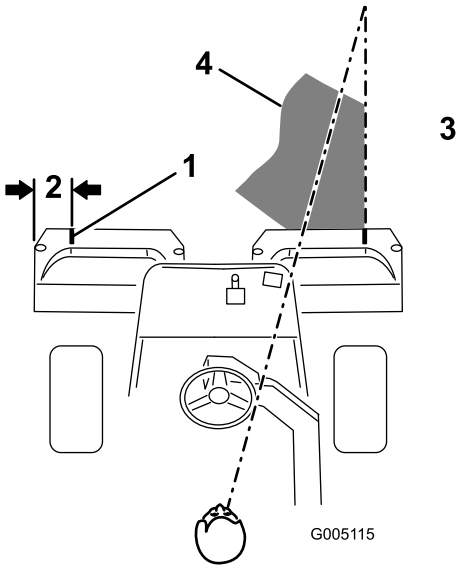
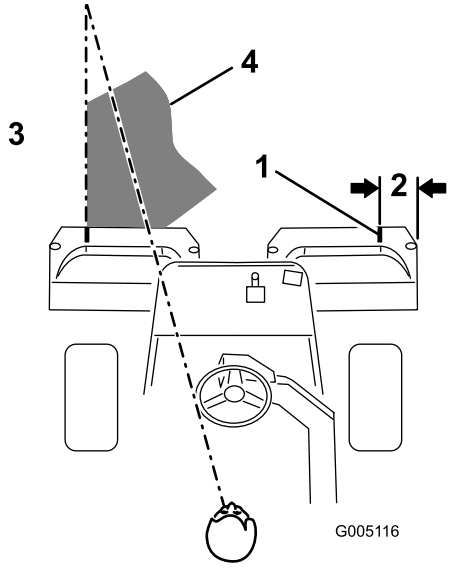

Figuur 42
Figuur 43
2. Bevestig een strook witte tape of zet een streep op elke mand, die evenwijdig loopt aan de buitenrand van elke mand Figuur 42)
3. Zorg ervoor dat een nieuwe maaibaan de vorige maaibaan zo weinig mogelijk overlapt. Om ervoor te zorgen dat het u gazon in een rechte lijn maait en de machine op een gelijke afstand van de rand van de vorige maaibaan blijft, moet u uitgaan van een denkbeeldige zichtlijn, ongeveer 1,8 tot 3 m vóór machine tot de rand van het ongemaaide deel van de green Figuur 42 en Figuur 43). Sommige bestuurders vinden het handig de buitenrand van het stuurwiel deel te laten uitmaken van de zichtlijn; d.w.z. de rand van het stuurwiel in een rechte lijn te houden ten opzichte van een punt dat altijd op dezelfde afstand van de voorkant van de machine blijft (Figuur 42 en Figuur 43).